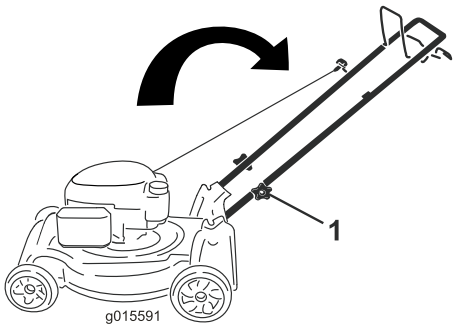

Figur 31
1. Løsne knottene på håndtaket til du kan flytte håndtaket fritt (Figur 31).
2. Flytt håndtaket fremover som vist i Figur 31.